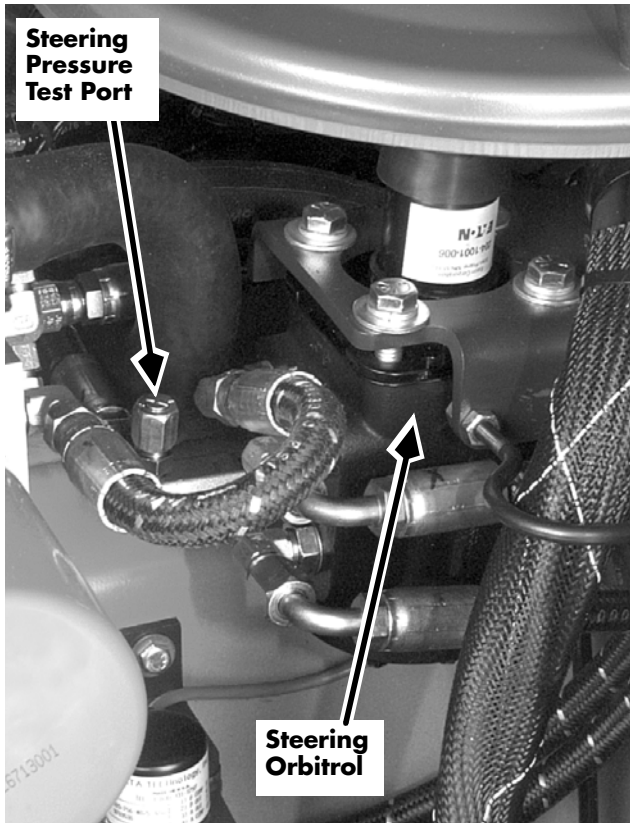

Figure 7-189: Steering Pressure Test Port, Series EZ-B
5. Remove the cap from the test port on the steering pressure line at the orbitrol. See Figure 7-189. Connect a pressure gauge capable of measuring 5000 p.s.i. (34,470 kiloPascals).